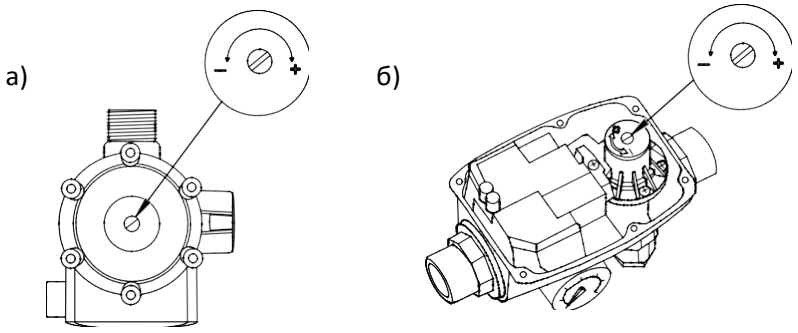

Рис.2 Расположение регулировочного винта
5.4. Контроллер автоматически включает станцию при начале водопотребления и отключает ее при отсутствии водопотребления. Контроллеры EPS-15 и EPS-16 имеют регулировочный винт (см. рис. 2)
электронасоса на большее значение (только для моделей EPS-15, EPS-15A, EPS-16), провернув винт по часовой стрелке (в направлении «+») (рис.2) до значения, соответствующего высоте водяного столба между станцией и наивысшей точкой водопотребления. Регулирование осуществляется по показаниям манометра.